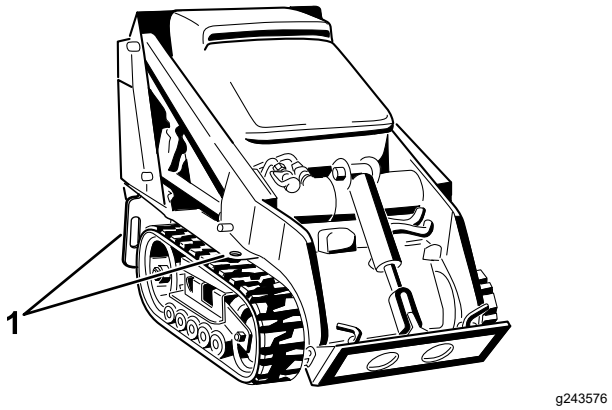

Figura 21
8. Utilice los puntos de amarre metálicos de la máquina para sujetar la máquina firmemente al remolque o al camión con correas, cadenas, cables o cuerdas (Figura 21). Consulte la normativa local respecto a los requisitos de amarre.
Puede izar la máquina usando los puntos de amarre/izado; consulte Figura 21.